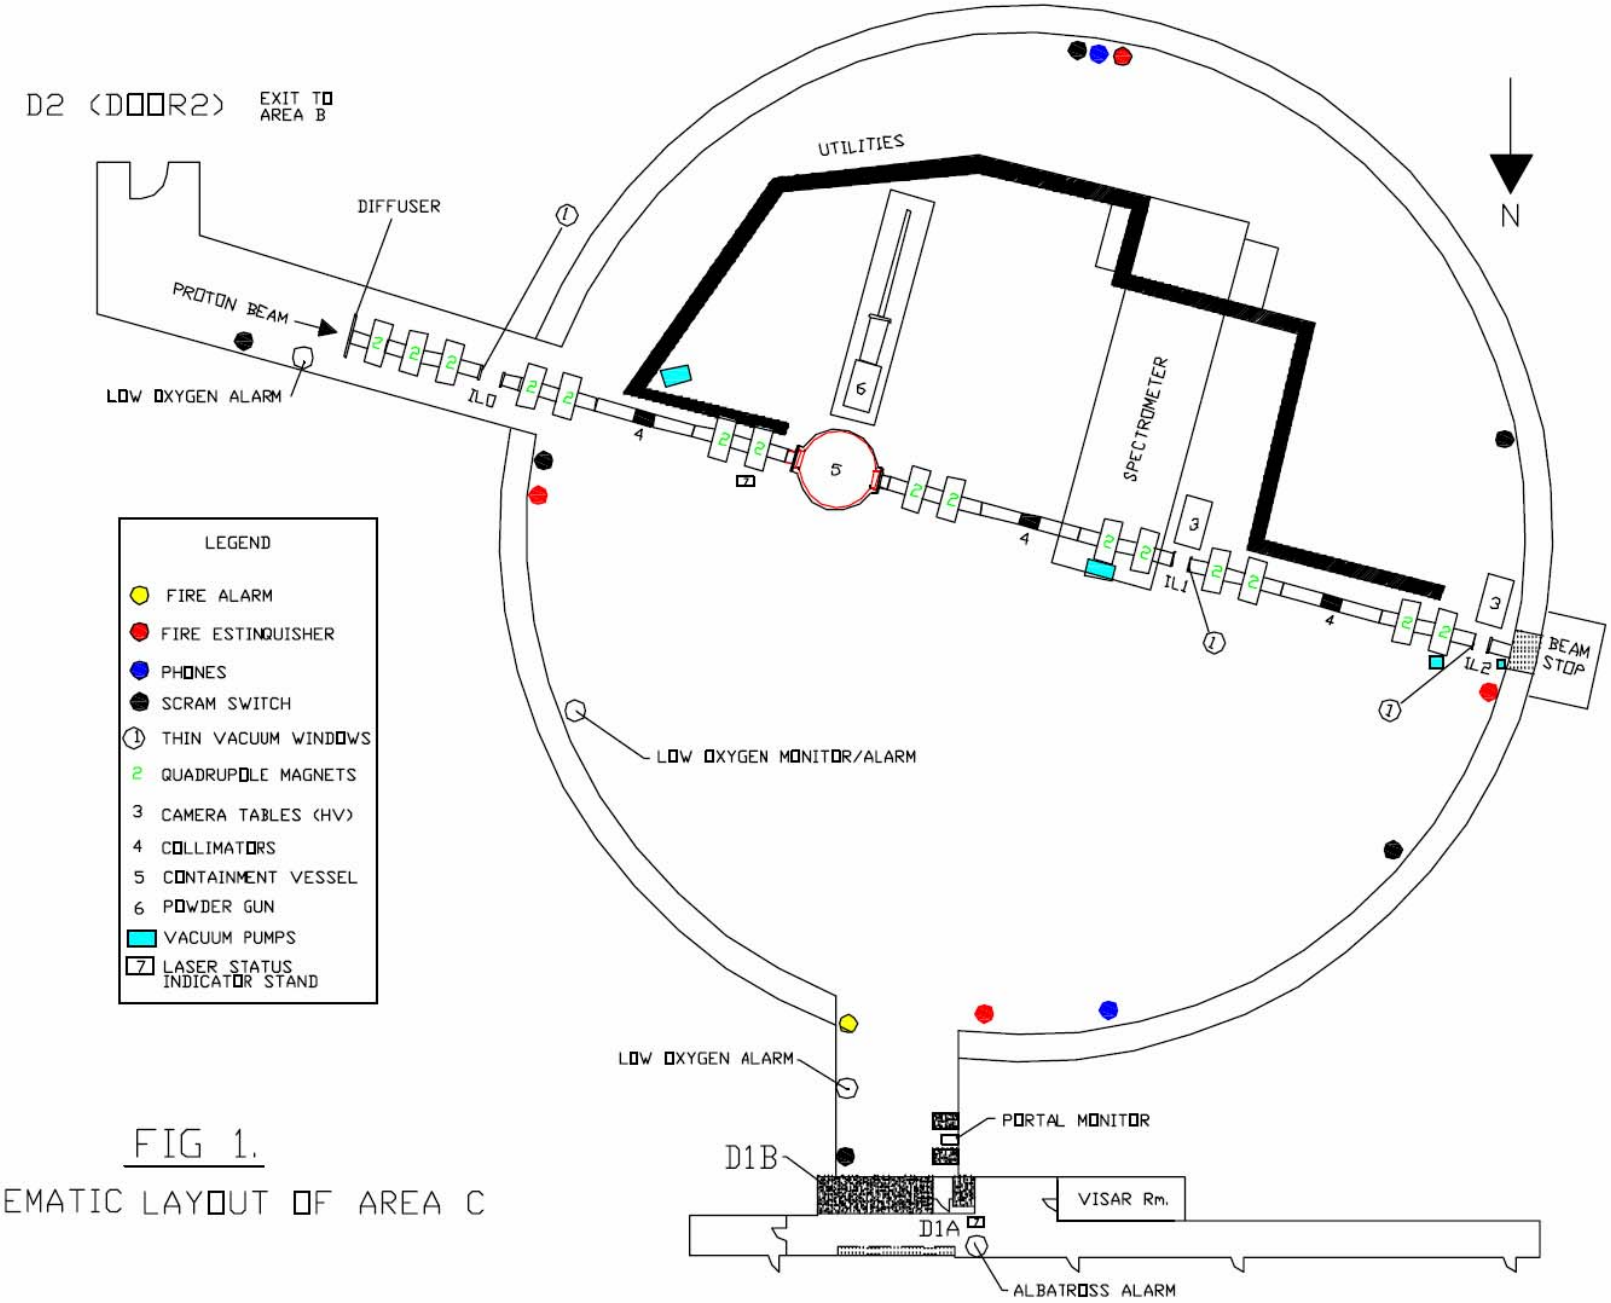

FIG 1.
There are three exit and entry points serving Area C. They are labeled D1A, D1B and D2 (Door2) in fig 1.
a) D1A: This small metal door, inside the ninety ton concrete shield door (labeled D1B in figure 1), is the primary access into and out of Area C. It is normally closed with Personnel Access Control System (PACS) keys from the outside but can be opened from the inside to allow exit of personnel at all times and regardless of the status of the facility. This door is blocked off when D1B is open.
A person exposed to the primary proton beam can receive potentially lethal dose of radiation. In the unlikely event that the sweep team fails to evacuate the area completely, and a person finds himself inside the facility with the area ready for beam, there are several red-lit SCRAM SWITCHES which, when pressed, would interrupt beam delivery into the area. The approximate locations of all SCRAM switches in Area C are indicated in figure 1. It is strongly recommended that workers and visiting staff take note of SCRAM SWITCH locations inside the Area C dome.
1. A hydrogen ion chamber used as the beam position monitor located at IL0 (fig. 1) containing a small amount of hydrogen gas.
2. Two camera units in IL2 (see fig. 1) that use flammable hydrocarbons for cooling purposes.
The beam-line in AREA C consists of breaks in the line where the beam-pipes are capped off using thin Al or steel windows. The locations of these windows are shown in figure 1. These fragile windows can be damaged by falling objects or by careless handling of tools. A suddenly breaking window is followed by the release of ~50KJ energy which can easily result in hearing loss for a person in the immediate vicinity. The picture shows a beam window protector in place. When working near such windows, please ensure these protectors are in place. (See figures 1 and 2)
Area B, which lies to the east of Area C, makes use of large volume liquid helium (He) dewars. It has been recognized that a catastrophic failure of these cryogenic containers could possibly displace oxygen from both the Line B tunnel and Area C. There are three “Low Oxygen Alarms” in Area C consisting of audible alarms and flashing red lights (see Fig. 1). If any of these alarms go off, personnel must leave the area immediately. In this case the choice of exit is through the primary exit D1A or D1B. Avoid exit through D2 toward Line B: this route may draw one closer to the most likely source of oxygen displacement.
There are three roughing pumps in Area C and their locations are indicated in fig. 1. There exist remote possibilities that oil can leak out of these devices. In addition to being hazardous to the environment, such spills can also be radiological hazards. If a spill is noticed, avoid any contact and notify PRAD personnel immediately.
A VISAR using a Class IV laser is part of the PRAD diagnostic system. The light is produced in the VISAR room (see fig. 1) and transported into the Area C dome through optical fibers. There are three LASER status indicators in the area on the outside of the VISAR room door, at the entrance to the dome near D1A, and inside the dome (locations are shown in figure 1). Each status light is well labeled and individuals working in the area are expected to read these labels and follow the procedures indicated on the labels.